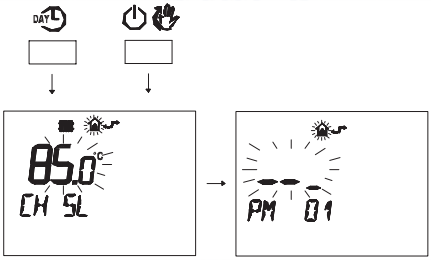

Fig. 7.37
- Press buttons DAY and at the same time to enter transparent programming (Fig. 7.37).